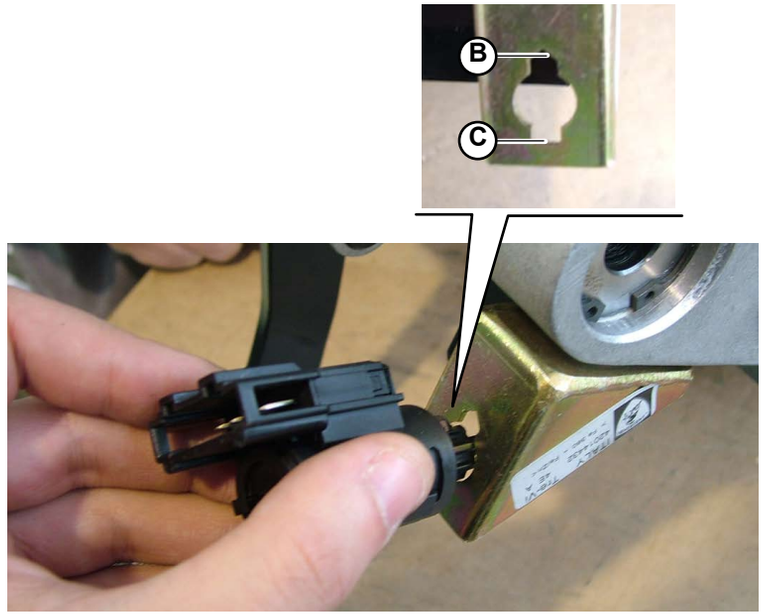

Fig.2
2. Insert the switch in the housing on the pedal cluster (cusp-shaped part of the point upwards (**B-Fig.2**), flat part of the point downwards (**C-Fig.2**).